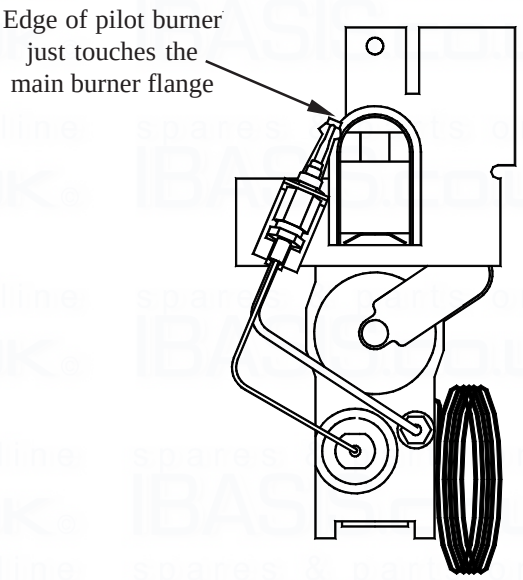

Fig. 6
8.2.6 Refitment or replacement is in reverse order, ensuring that the thermocouple connection at the Multifunctional control is not overtightened (finger tight + ¼ turn only), and the relationship between the pilot assembly and the Main burner is as shown in fig. 6.
7.4.5 Refitment or replacement is in reverse order, ensuring that the main burner is screwed in as close as possible to the injector shoulder, and the relationship between the pilot assembly and the Main burner is as shown in fig. 6.